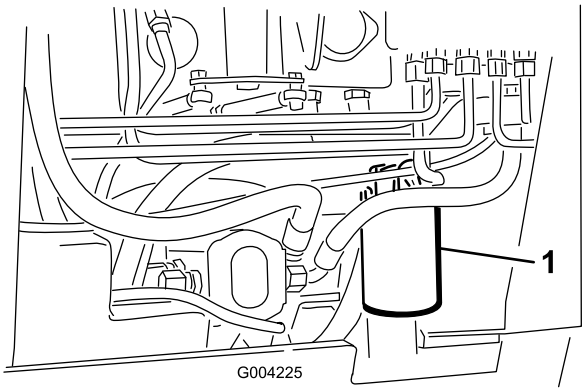

Figuur 56
4. Plaats een opvangbak onder het filter (Figuur 56).
5. Verwijder het oude filter (Figuur 56) en veeg het oppervlak van de pakking van het filtertussenstuk schoon.
7. Monteer het nieuwe hydraulische filter op het filtertussenstuk (Figuur 56). Draai het filter rechtsom totdat de rubberen pakking contact maakt met het filtertussenstuk. Draai het filter vervolgens nog eens 3/4 slag.